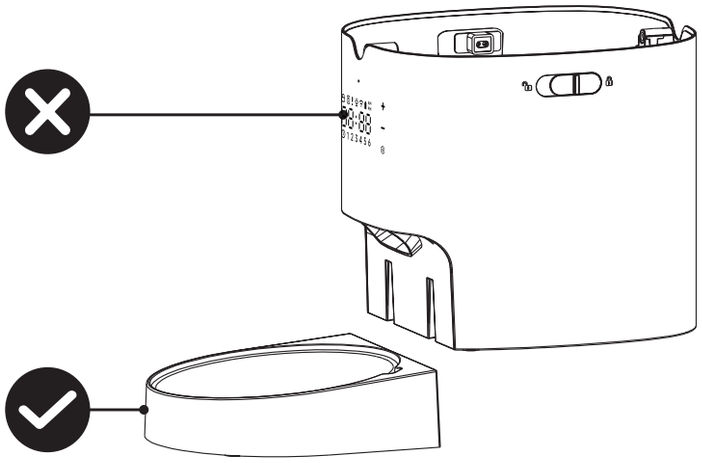

Figure 1
① Remove the plastic food bowl from the main unit (Figure 1)